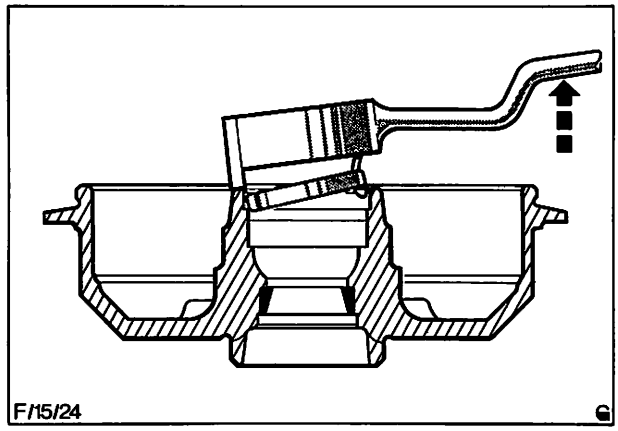
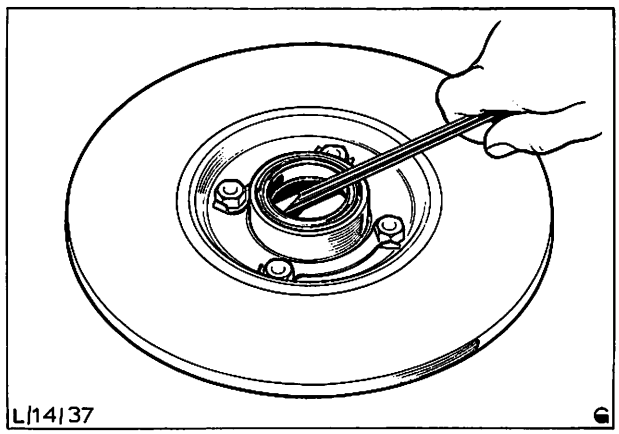

Abb. 65 Dichtring mit Spezialwerkzeug 21-051 herausheben (Abb. zeigt Fiesta-Hinterradnabe)
Abb. 66 Radialdichtring der Vorderradnabe herausheben
1. Dichtring und Kegelrollenlager entfernen. Dichtring mit Spezialwerkzeug 21-051 aus der Nabe herausheben, Abb. 65. Eine zweite Möglichkeit zum Ausbauen des Dichtringes ist das Herausheben mit einem geeigneten Schraubenzieher, Abb. 66. Kegelrollenlager entfernen.